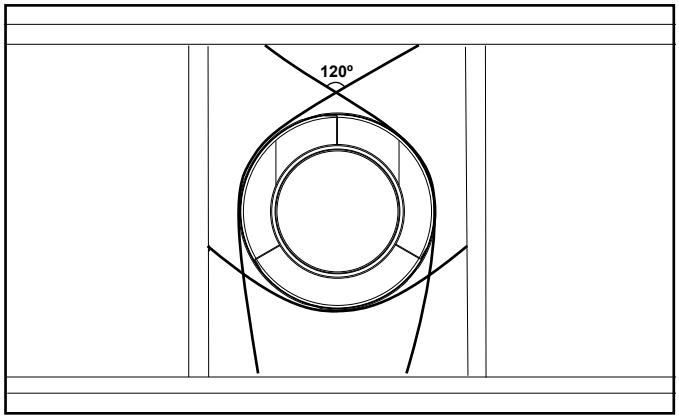

Figure 7.8 Securing Vertical Pipe Sections
- Vent supports or plumbers strap (spaced 120º apart) may be used to support vent sections. See Figures 7.8 and 7.9.